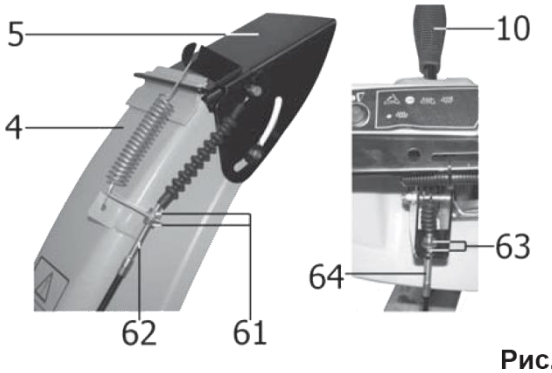

Рис. 32
9.8. Регулировка тросика привода дефлектора желоба (Рис. 32).